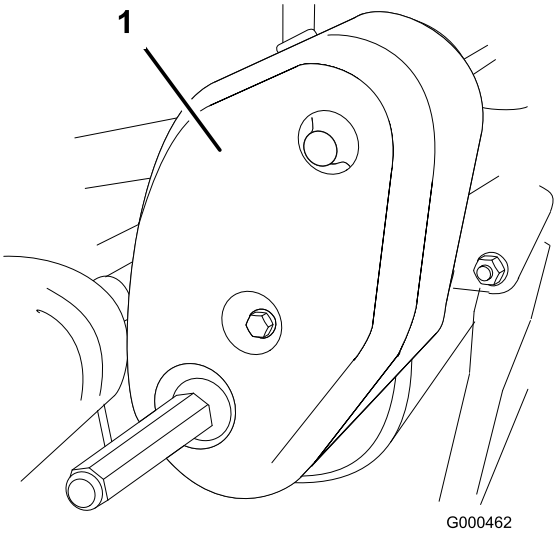

Figure 44
1. Retirez les fixations du couvercle de la courroie et déposez le couvercle pour exposer la courroie (Figure 44).